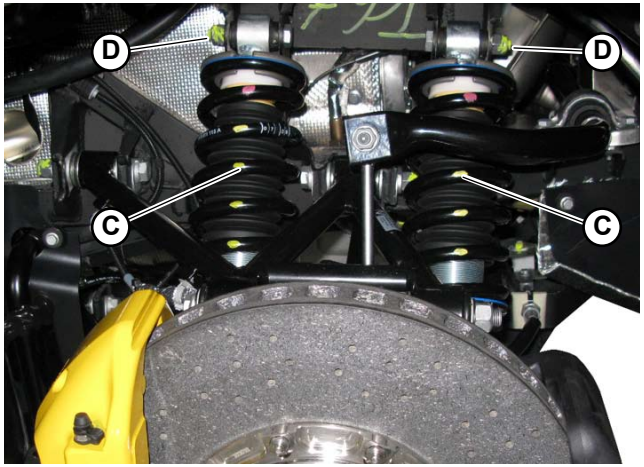

Fig.2
1. Assemble the two shock absorbers (**C-Fig.2**) by securing them with the four special bolts (**D-Fig.2/3/4**) (two bolts per shock absorber: one upper and one lower).